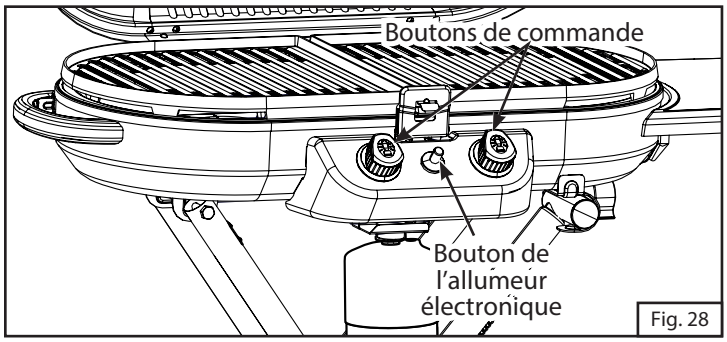

Fig. 28
1. Appuyez et tournez le bouton de commande à 90 degrés dans le sens anti-horaire pour ouvrir, puis appuyez à répétition sur le bouton d'allumage jusqu'à ce que le brûleur s'allume. (Fig. 28)